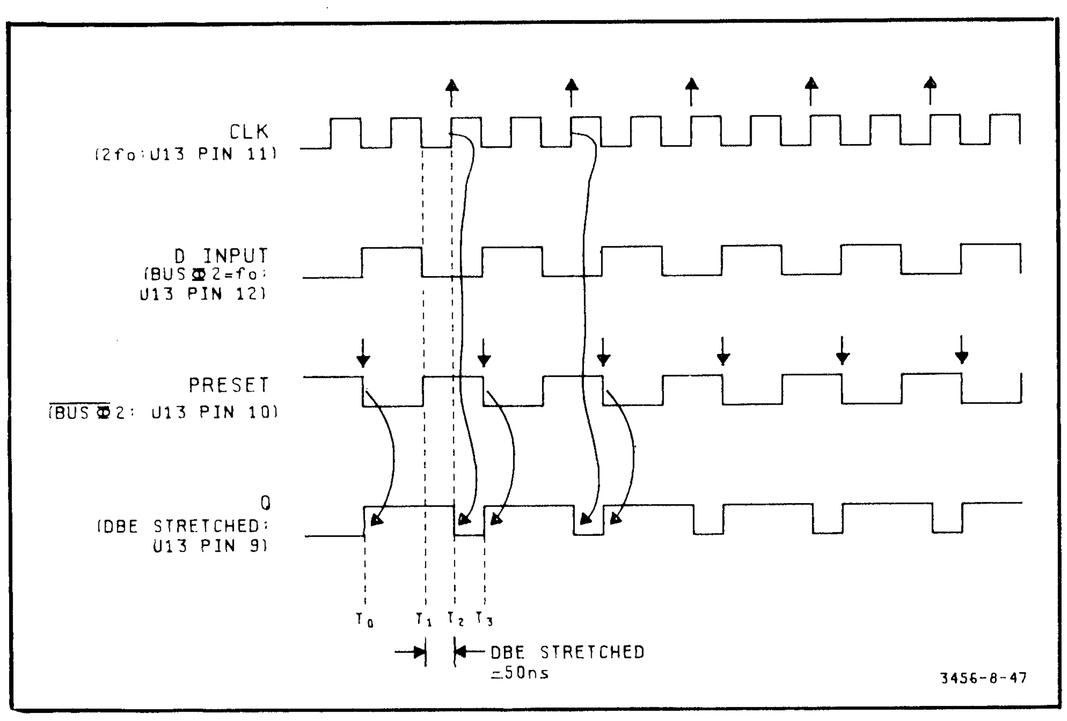
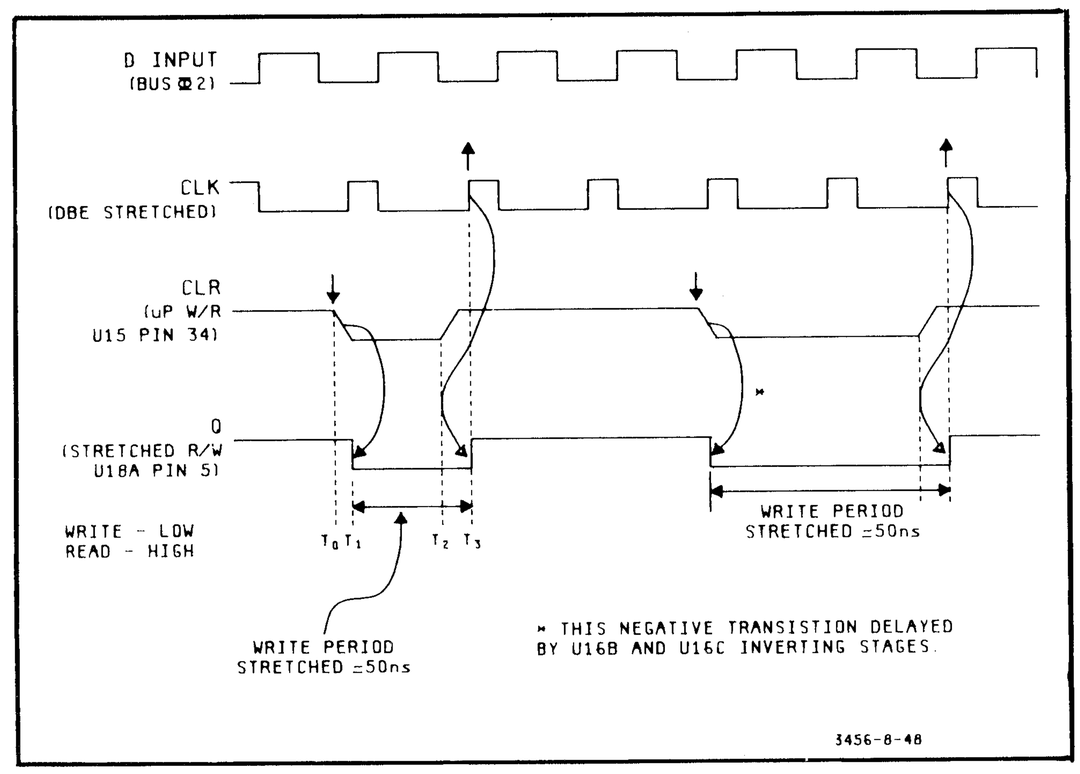
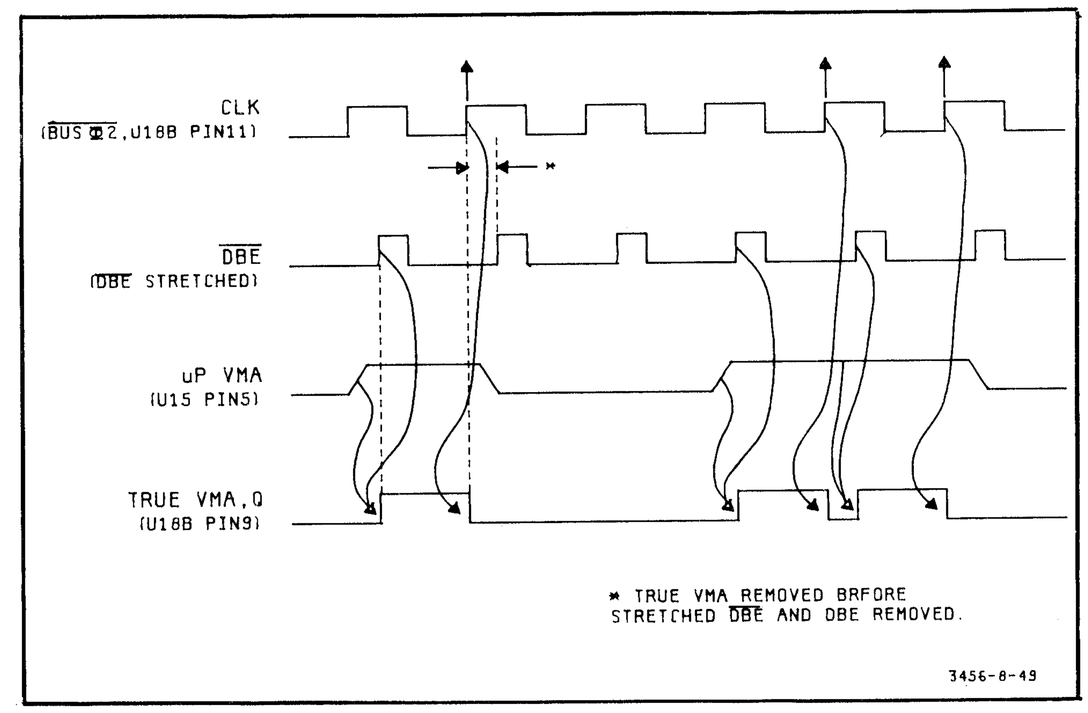
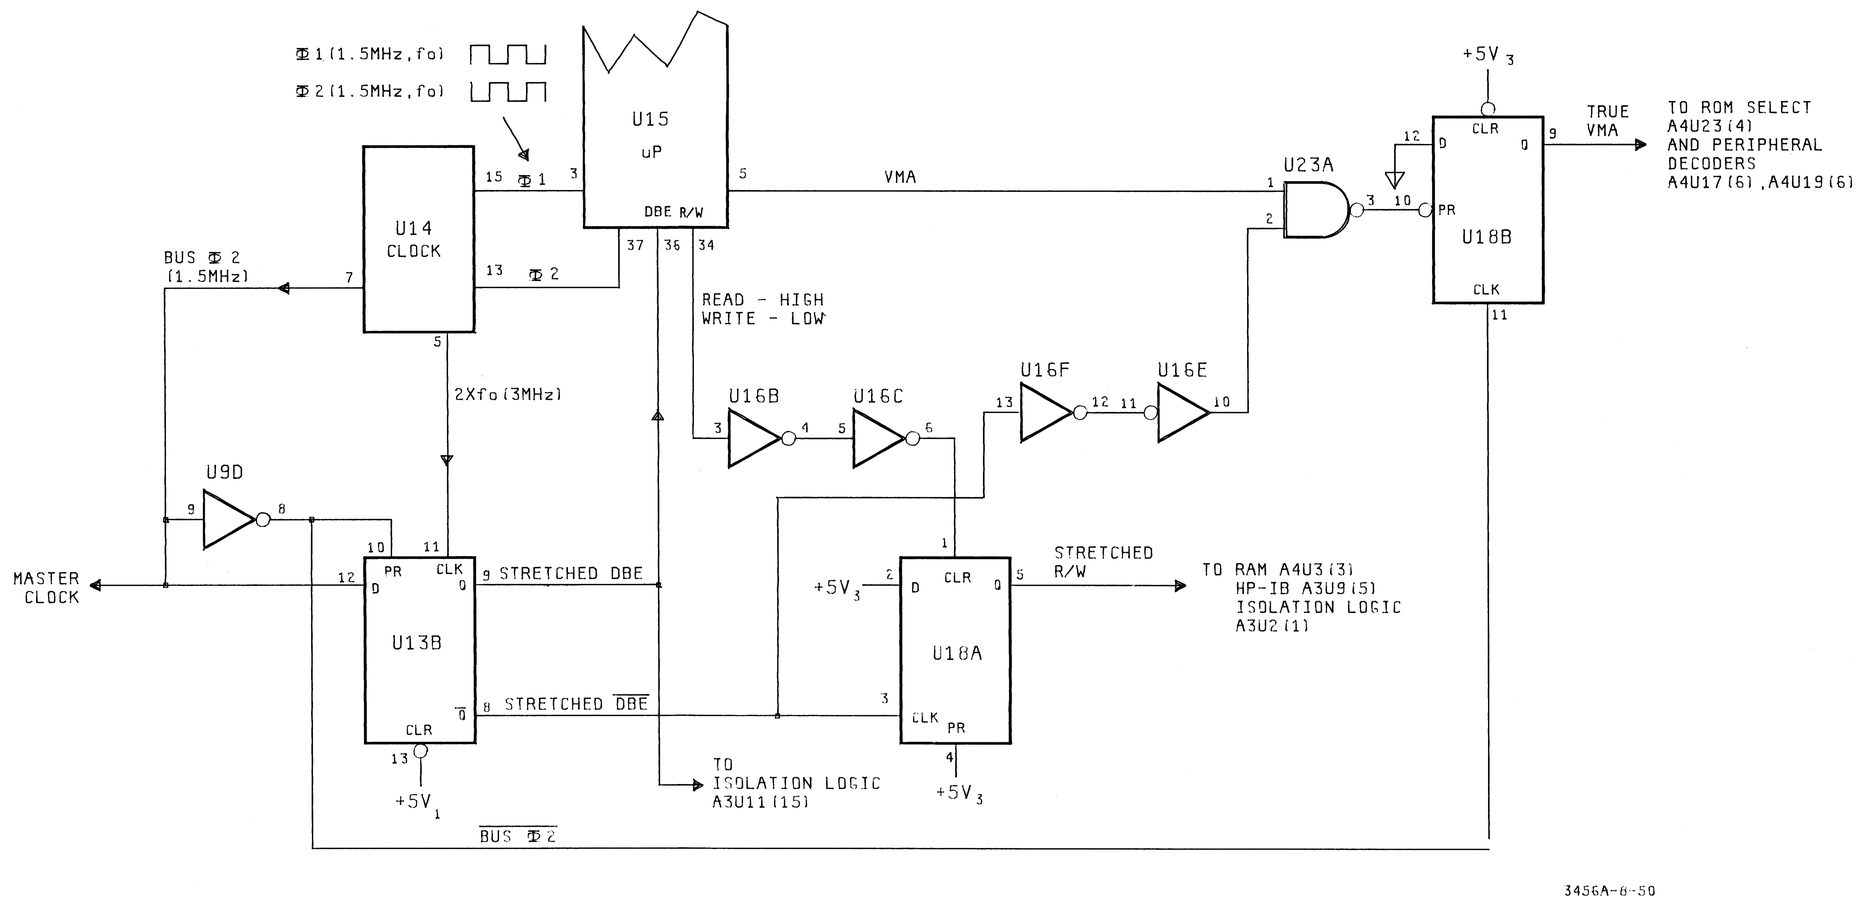

Figure 8-47. DBE Stretcher, Timing Diagram.
Figure 8-48. Write Going To Read Stretcher, Timing Diagram.
Figure 8-49. True VMA Generator, Timing Diagram.
Figure 8-50. Speed Compensating Circuits.
8-242. DBE Stretcher. The DBE input to the μP is *normally* the phase 2 (ϕ2) clock. The Bus ϕ2 (1.5 MHz, f_O) and 2 x f_O outputs from U14, pins 7 and 5 respectively, (see Figure 8-50) are used in conjunction with U13b to generate a Stretched DBE. The Stretched DBE holds the data on the line longer ($\cong$50 ns longer than the normal 10 ns) to assure reliable data transfer.
8-243. Refer to Figure 8-47 (DBE Stretcher, Timing Diagram) and to Figure 8-50 (Speed Compensating Circuits) for the following discussion. At T_0 time the preset input to U13b (neg. transition) sets the output (Q) of
8-244. Write Going To Read Stretcher. Refer to Figure 8-48 (Write Going To Read Stretcher, Timing Diagram) and to Figure 8-50 (Speed Compensating Circuits) for the following discussion. At T_0 time, the R/W line (U15, pin 34) goes low for a Write cycle. This negative transition is delayed by inverter stages U16b and U16c before it is applied to the clear input of U18a. This ac-
8-245. True VMA Generator. Refer to Figure 8-49 (True VMA Generator, Timing Diagram) and to figure 8-50 (Speed Compensating Circuits) for the following discussion. The VMA output from the μP has a 50-80 ns wide noise spike that could cause circuit problems. A regenerated VMA (True VMA) is delayed to eliminate the noise spike and shortened to prevent a potential racing problem. Racing is avoided by removing the peripheral select before the stretched DBE/$\overline{\text{DBE}}$ changes state. This allows extra time for the read, write, and data hold.